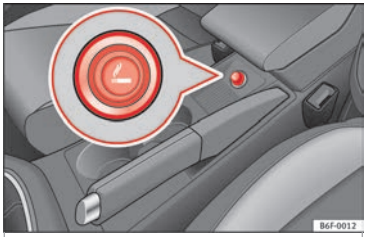

Fig. 163 Lighter.
– Press on the cigarette lighter **››› Fig. 163** to activate it **›››** ⚠.